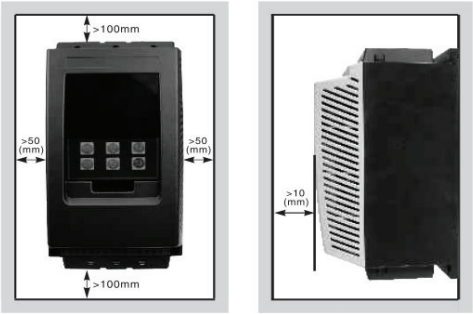

рис. 3-1
- При монтаже внутри шкафа убедитесь в обеспечении хорошей вентиляции для достаточного теплоотвода. Минимальные расстояния до краев стенок указаны на изображении ниже (рис. 3-1).